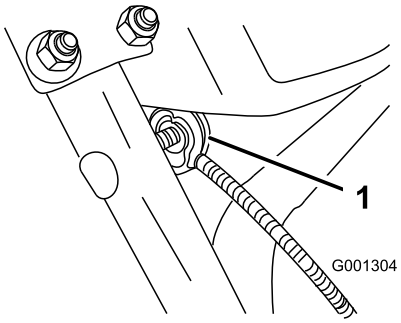

**Figur 7**
3. Ta bort muttern och brickan från handtaget, fäst kabelklämman på kabeln vid handtaget, montera brickan och muttern och dra åt muttern för hand (Figur 7).